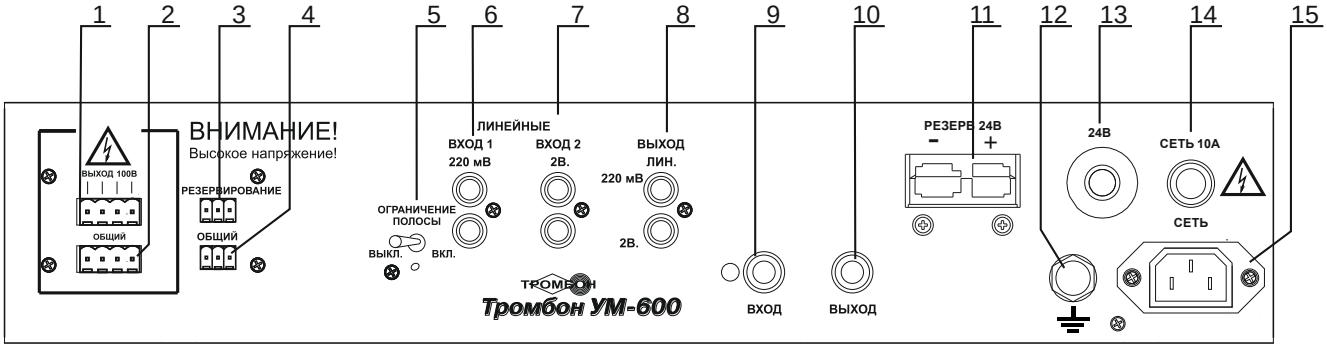

Рисунок 2 – Эскиз задней панели Усилителя
Для резервирования усилителей мощности задействуются разъёмы «РЕЗЕРВИРОВАНИЕ» и «ОБЩИЙ» (рисунок 2, поз. 3 и поз. 4). При резервировании усилителей мощности разъём «РЕЗЕРВИРОВАНИЕ» – входной, разъём «ОБЩИЙ» – выходной. Включаются усилители мощности по этим разъёмам последовательно друг за другом. Выходные разъёмы основного и резервного усилителей мощности «100 В» и «ОБЩИЙ» (рисунок 2, поз. 1 и поз. 2) включаются параллельно. По входам «ОПОВЕЩЕНИЕ» (рисунок 2, поз. 9 и поз. 10) усилители мощности подключаются последовательно друг за другом. Схема подключения усилителей при резервировании представлена в Приложении А.
8. Выключатель ограничения полосы Усилителя (рисунок 2, поз. 5) должен быть включён при работе Усилителя на рупорные громкоговорители. Это вызвано тем, что наиболее эффективно рупорные громкоговорители имеют наибольшую отдачу в полосе частот от 300 до 3500 Гц. (при подаче на рупорный громкоговоритель широкополосного сигнала от 100 до 20000 Гц его звуковое давление падает от 30 до 50% от его паспортного значения).